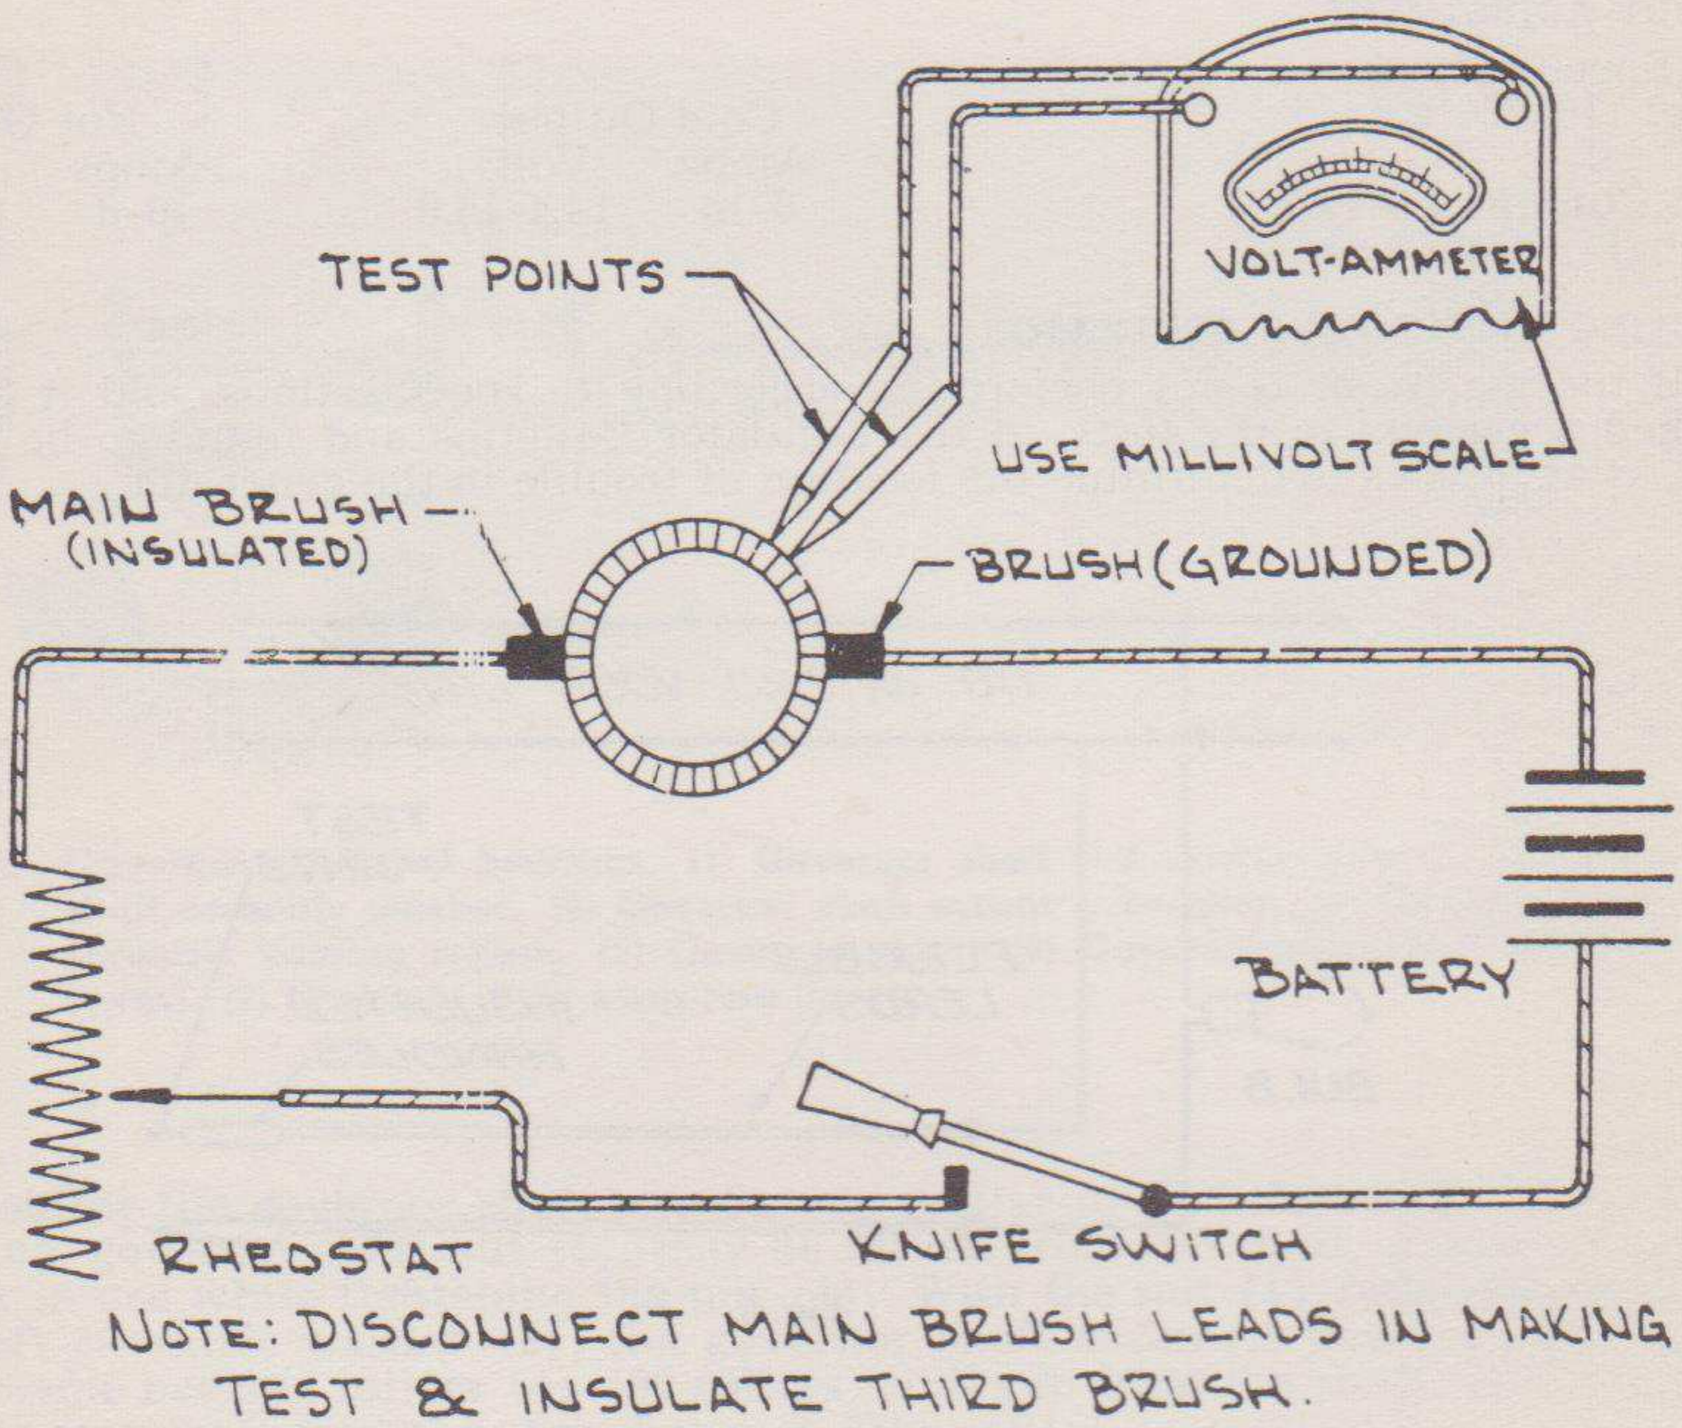

Fig. 6
4. Inspect the commutator bars since an open circuit in the armature, which would result in a low or no output will cause the commutator bars connected to the open circuited coils to burn. A further check for open circuit in the armature requires that the armature be removed from the generator and tested as illustrated in Figure 6. Do not use rheostat for this test. Slowly rotate the armature, checking between adjacent bars with the test points. Any open circuited coils will cause a full battery voltage reading on the voltmeter.